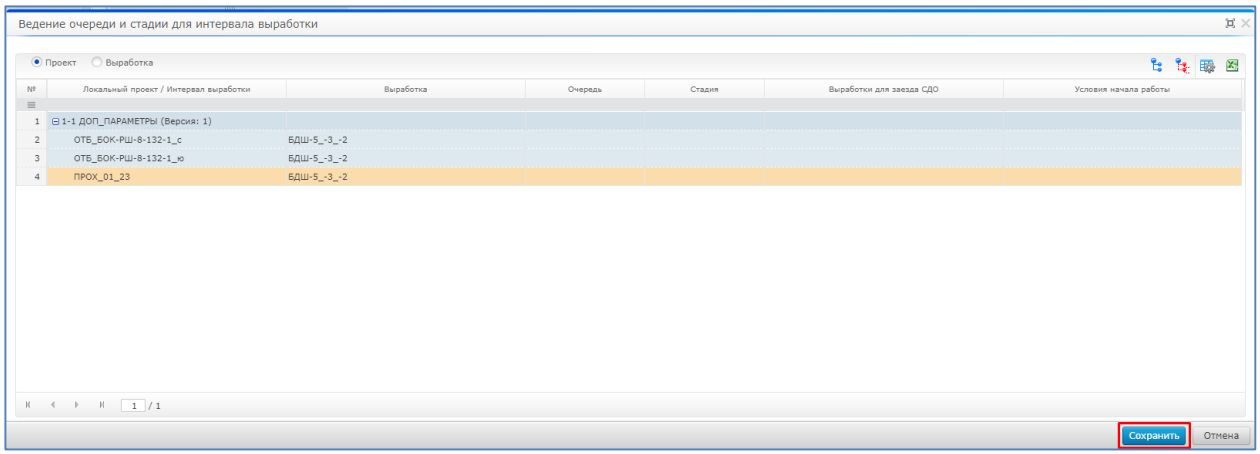

Рисунок 35. Форма «Ведение очереди и стадии для интервала выработки»
4. Нажать на кнопку «Сохранить» (Рисунок 35).